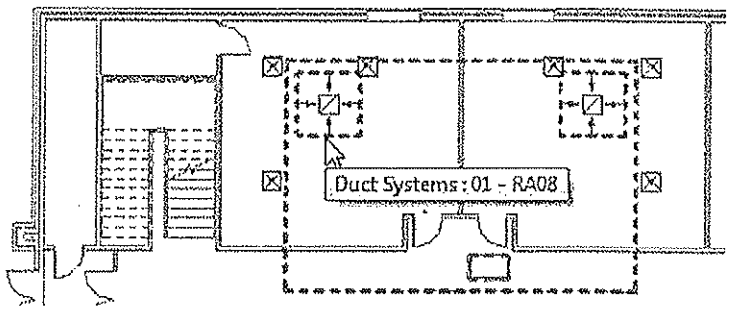

Figure 8–82
18. The new system connections display as shown in Figure 8–82.